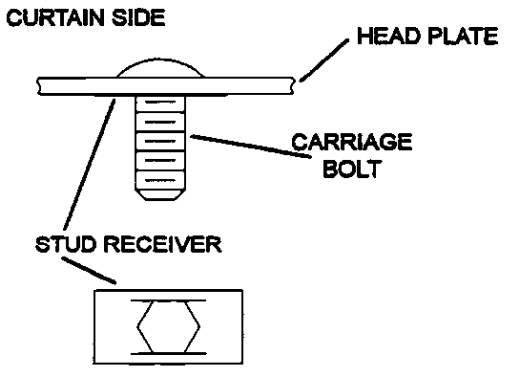

FIGURE 13
- Install the 3/8-16 x 1 carriage bolts in headplate and retain by pushing stud receivers onto bolt threads. (See Figure 13)
- Install the 3/8-16 x 1 carriage bolts in head plate and retain by pushing stud receivers onto bolt threads. (See Figure 13)